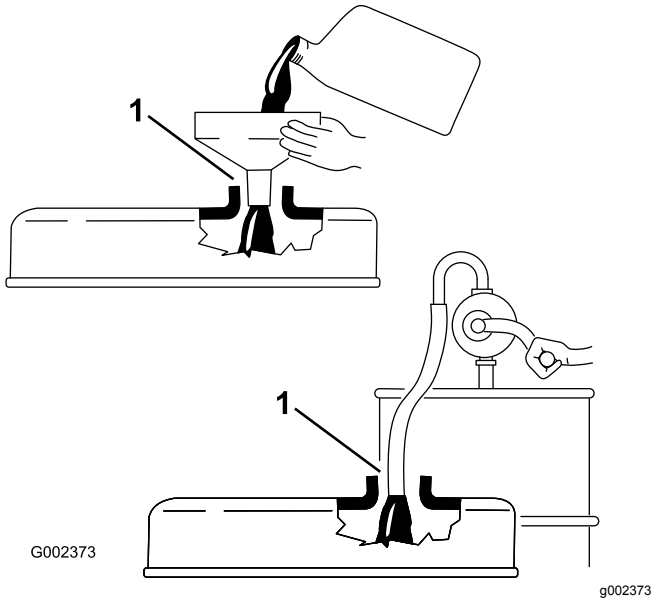

**Rysunek 27**
***Ważne:*** **Przed nalewaniem oleju do silnika należy wyjąć wskaźnik poziomu. Podczas uzupełniania oleju silnikowego lub napełniania skrzyni korbowej olejem pomiędzy urządzeniem napełniającym olej a otworem wlewowym w pokrywie zaworu *musi występować* wolna przestrzeń, jak pokazano na Rysunek 27. Ta wolna przestrzeń jest konieczna do usuwania powietrza podczas nalewania i uniemożliwienia przelania się oleju do odpowietrznika.**